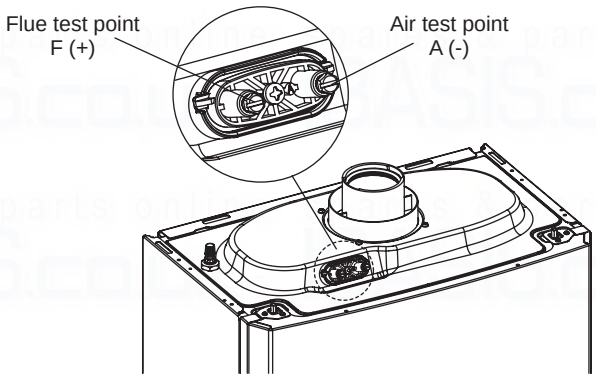

**Fig. 5.3**
1. Remove the pressure test point caps at the top of the boiler and connect a digital differential pressure gauge across the positive (F+) and negative (A-) pressure connections, see Fig. 5.3.